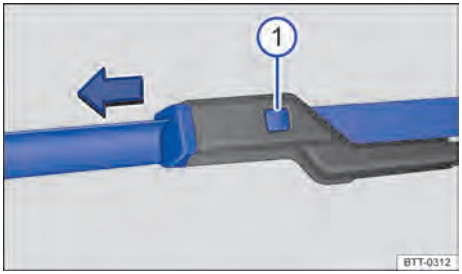

Fig. 163 Sustituir las escobillas limpiaparabrisas.
– Mantenga la tecla de desbloqueo → fig. 163 ① pulsada y, al mismo tiempo, retire la escobilla de los limpiaparabrisas en el sentido de la flecha.